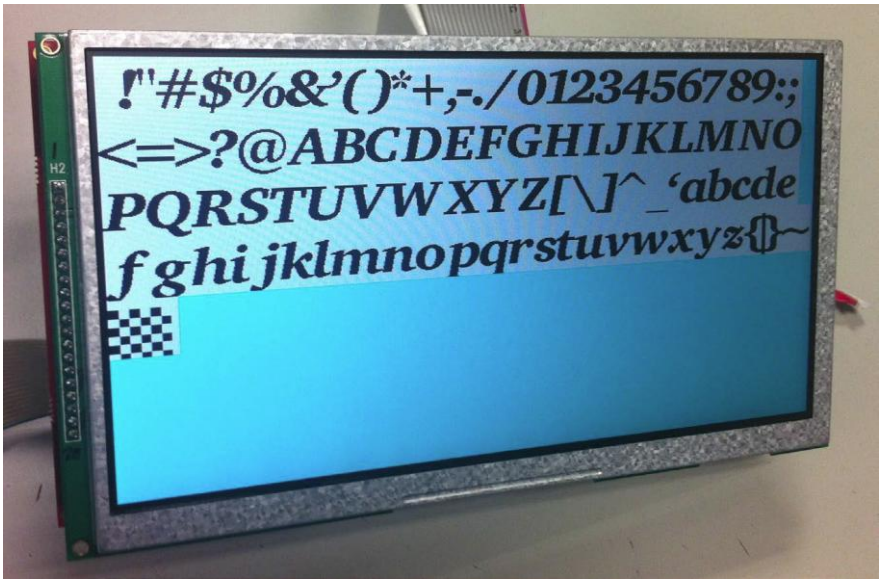

Рис. 5 Внешний вид дисплейного модуля
1.2.3 Дисплей LCD подключается к базовой плате посредством последовательного интерфейса и имеет собственный процессор (см. рис. 4). Оба процессора станции - из семейства ST Microelectronics STM32 являются базовыми устройствами ARM Cortex-M3/. Внешний вид дисплейного модуля представлен на рис. 5.